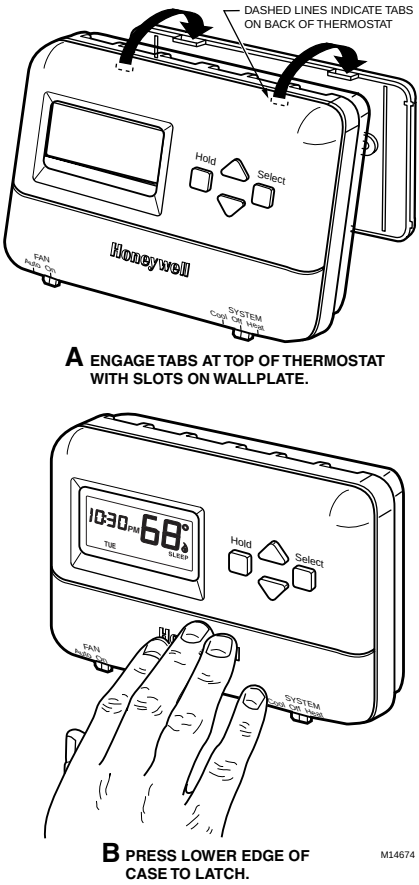

Fig. 9. Mounting thermostat to wallplate.
The fan operation (fuel) switch is preset at the factory in the F position. See Fig. 9. This is the correct setting for most systems. If this system is an electric heat system, set the switch to the E position. The E setting allows the fan to turn on immediately with the heating or cooling equipment in a system where the G terminal is connected.
3. Swing down the thermostat and press the lower edge of the thermostat onto the wallplate to latch. See Fig. 9.